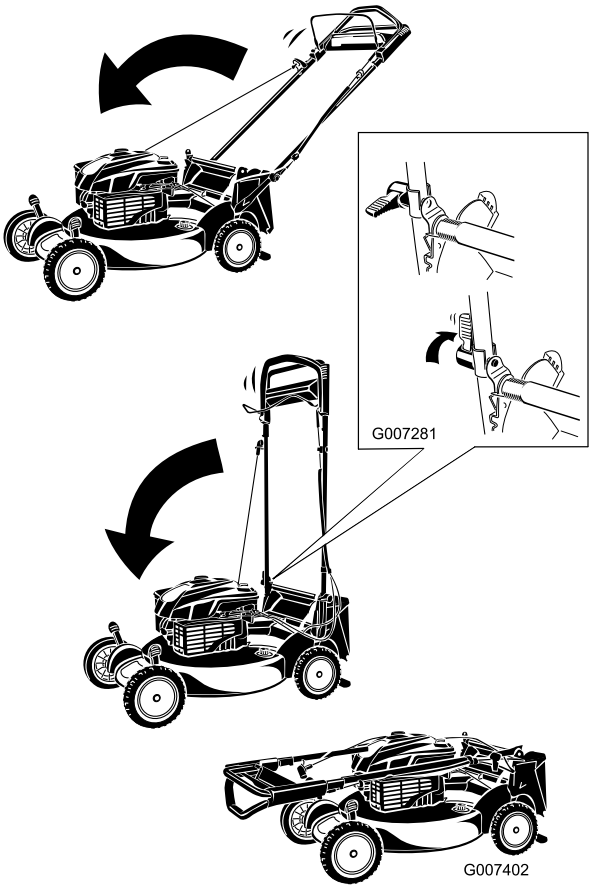

Figur 45
1. Roter håndtaket forover (Figur 45).